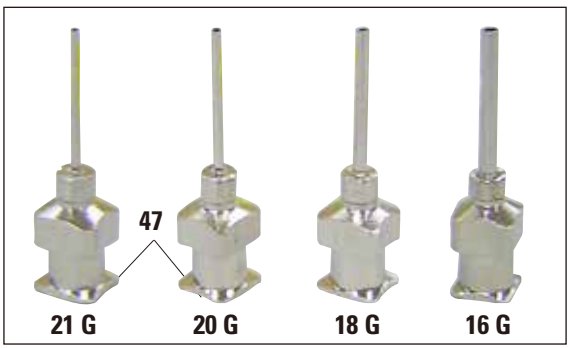

図 15
- 標準付属品の中から、封入用ディスペンサーニードルを選択します（図 15）。
- ディスペンサーニードル（**46**）を下方からディスペンサーニードルホルダー（**48**）に挿入し、ディスペンサーニードルを 45° 回して 1 つのコーナー（**図 15**、47）がホルダープレート（**49**）の上にくるようにします（図 14）。